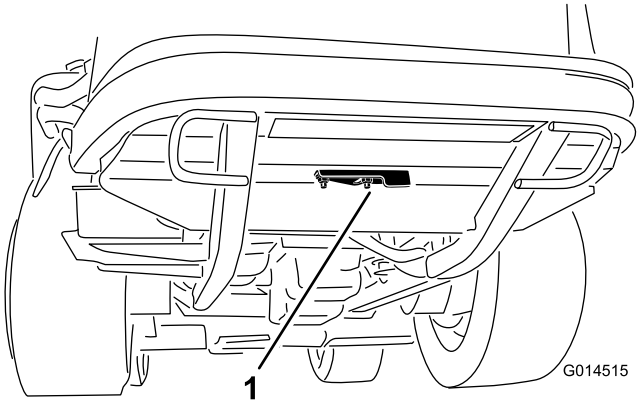

Figur 46
2. Lossa på den flänsmutter som håller rensningskåpan på plats på den bakre ramens undersida (Figur 46). Vrid kåpan åt sidan för att blotta rensningshålet i ramen.